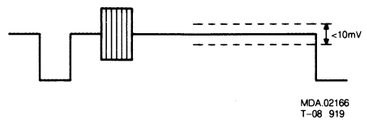

Fig.4
- Mit 3509 und 3510 die Burstamplitude auf ⩽ 10 mV regeln. Siehe Bild 4.